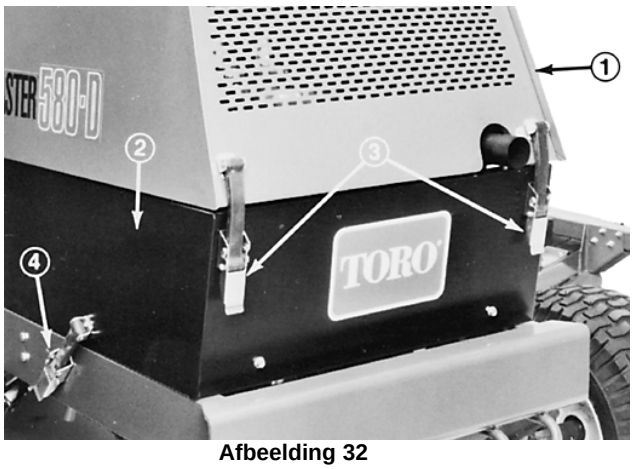

Afbeelding 32
1. Open de kap en houd deze met een kapsteun open. Maak het linkerzijpaneel los en verwijder dit (Afb. 32). Let erop dat de kapsteun stevig vastzit in een van de bevestigingsbeugels op de kap.
1. Open de kap en houd deze met een kapsteun open (Afb. 32). Let erop dat de kap stevig vastzit in een van de bevestigingsbeugels op de kap. Maak beide zijpanelen los en verwijder deze (Afb. 32).